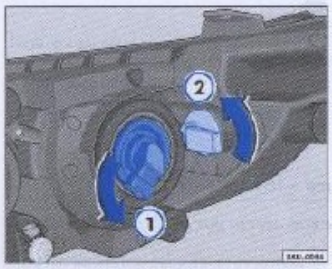

Fig. 144 Vista de la lámpara de luz de cruce y lámpara del indicador de dirección
– Remueva el portalámparas ⇒ fig. 144 ③ girándolo en el sentido antihorario -flecha-.